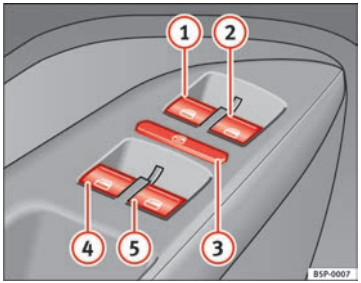

Abb. 67 Ausschnitt aus der Fahrertür: Bedienelemente für vordere und hintere Fenster
Die Tasten ⇒ Abb. 67 (1) und (2) haben zwei Stufen zum Öffnen und zwei zum Schließen des Fensters. Dadurch ist es einfacher, die Öffnungs- und Schließvorgänge zu kontrollieren.